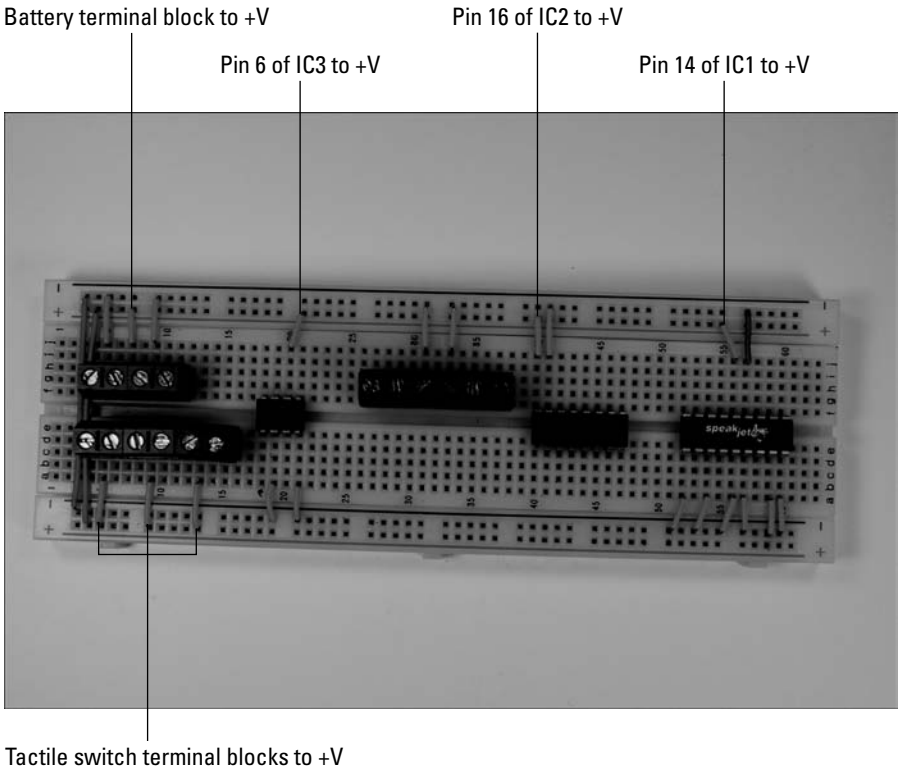

Figure 7-7: Connect components to the +V bus.
3. **Insert wires to connect the ICs and the terminal blocks for the battery pack and the three tactile switches (S1, S2, S3) to the +V bus, as shown in Figure 7-7.**